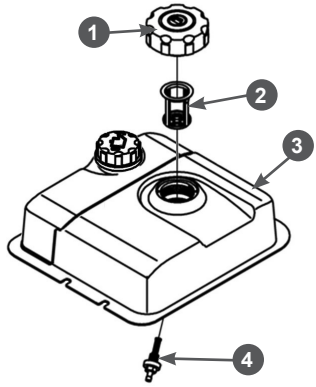

Рис. 38 Топливные фильтры
В топливном баке установлены два сетчатых топливных фильтра. Один фильтр устанавливается в заливной горловине топливного бака. Второй фильтр конструктивно объединен со штуцером топливного бака и установлен внутри бака (Рис. 38).
Через каждые 300 часов работы рекомендуется производить очистку топливного бака от грязи и конденсата. Одновременно с очисткой топливного бака рекомендуется проверять и очищать фильтр 4, установленный внутри бака (Рис. 38). Наличие воды и грязи в баке и чистоту фильтра 4 можно проверить визуально через заправочную горловину топливного бака.
3. Выкрутите из топливного бака выходной штуцер 4 и произведите его очистку (Рис. 38). Внимательно осмотрите сетчатый фильтр. При обнаружении механических повреждений замените штуцер топливного бака.